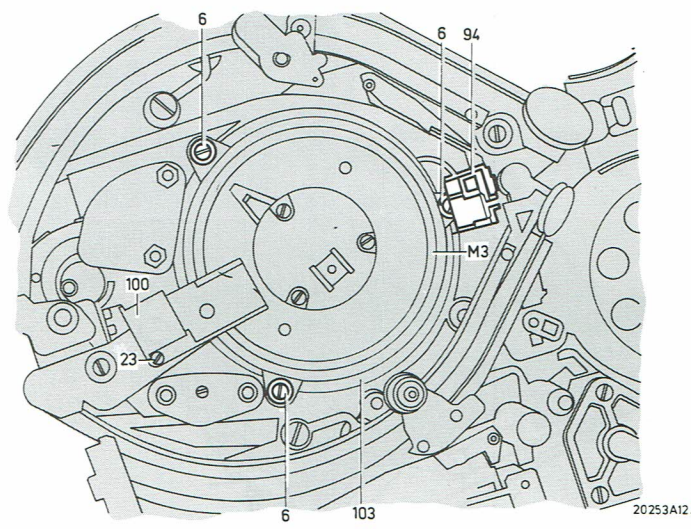

Fig. 2.14
- Dévisser la vis 23 (Fig. 2.14) et enlever le détecteur de position 100.